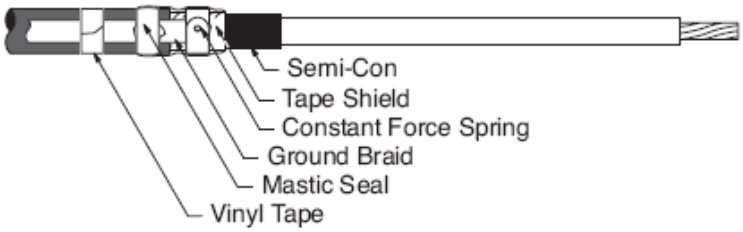

Figure 4
2. Apply bottom mastic seal. (*Figure 4*).